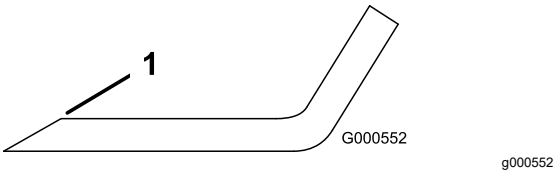

Figur 79
1. Bruk en fil til å slipe eggen i begge ender av kniven (Figur 79).
Merk: Hvis kniven ikke er i balanse, filer du bort litt av metallet på enden av vingeområdet (Figur 79).